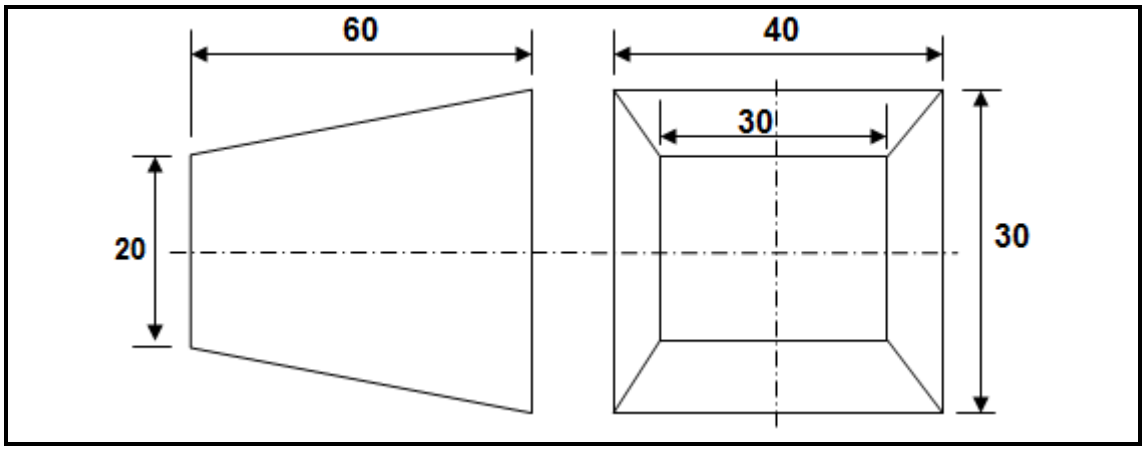

FIGUUR 1
3.1 FIGUUR 1 toon twee aansigte van 'n oorgangstuk.